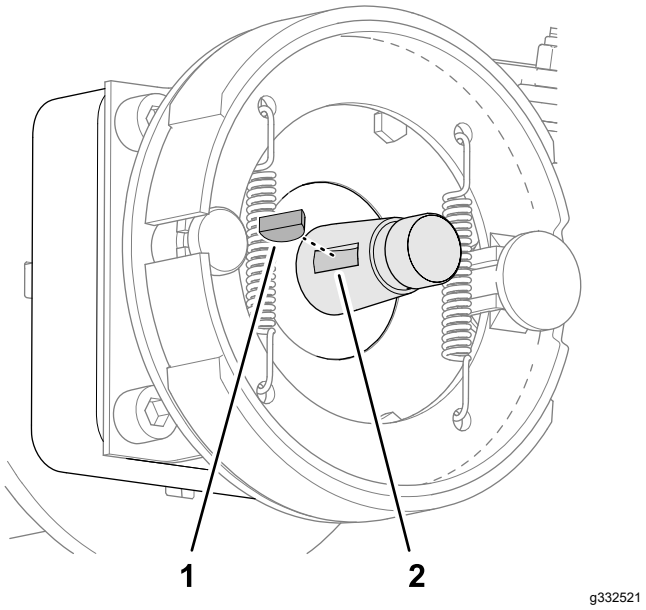

**Figuur 66**
5. Verwijder de schijfspie van de wielmotoras (Figuur 66).